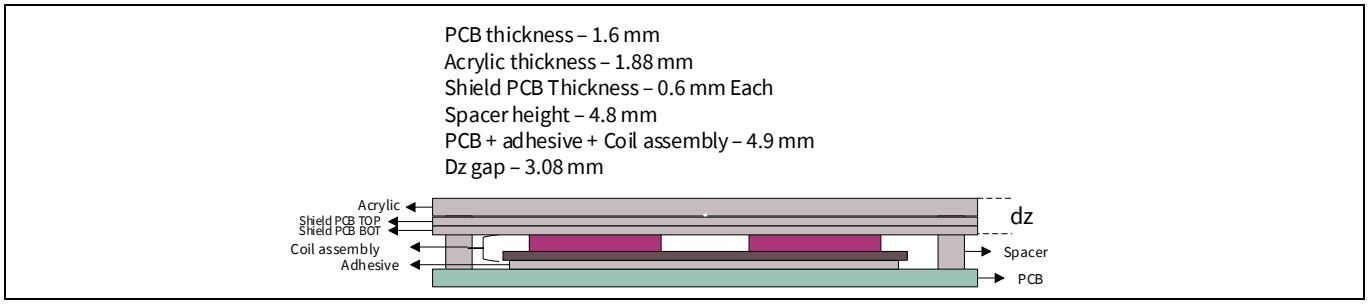

Figure 5 MP-A2 transmitter coil assembly
5. **Transmitter coil assembly** – The transmitter coil is MP-A2 type with specifications per Qi standards. The coil is mounted on a separate coil PCB. A set of PCB shield (Shield PCB TOP and Shield PCB BOT) is mounted on top of the coil and an acrylic sheet form the interface surface of the transmitter. The coil mounting adhesive, spacers, and acrylic thickness are selected such that the distance between the coil top surface and to interface surface is approximately 3.1 mm (Qi specification: 3 mm + 0.5 mm/-0.25 mm). See **Figure 5** for coil assembly details.